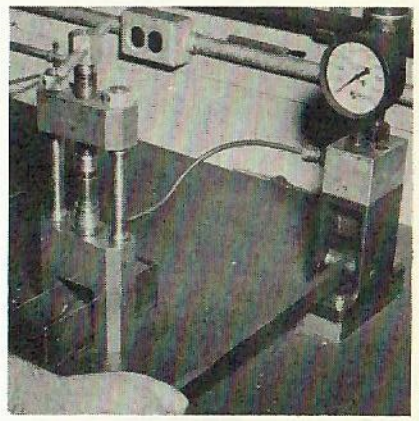

FIG. 76-1
3. Nozzle valves which are stuck due to scale or other abrasives lodged between nozzle valve and body and which cannot be removed after thoroughly soaking in the solvent should be removed in the nozzle valve ejector, Fig. 75-1 and Fig. 76-1.